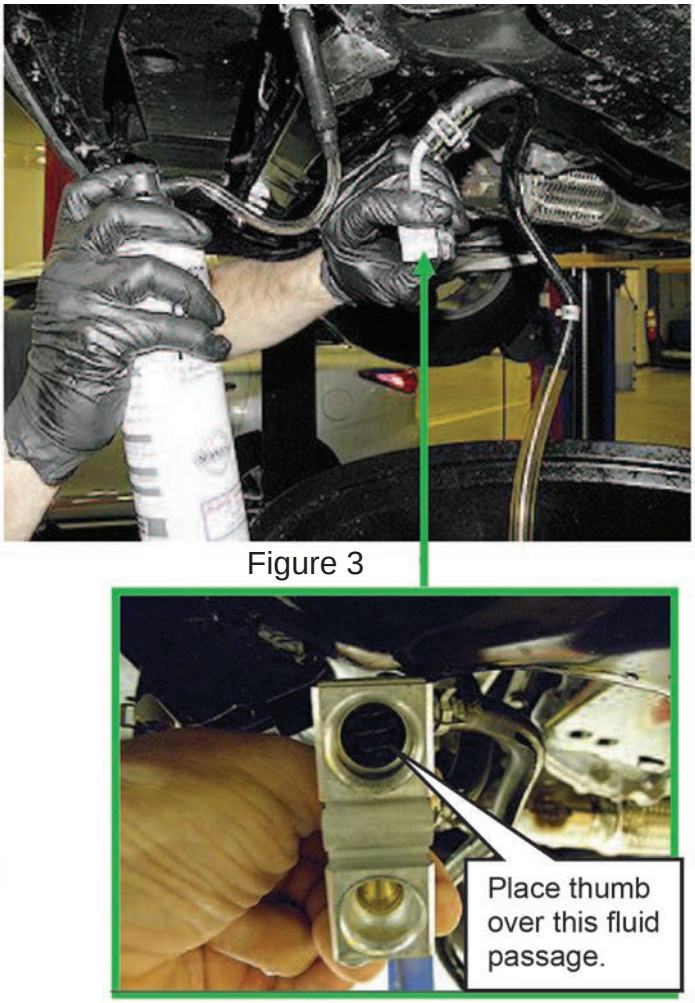
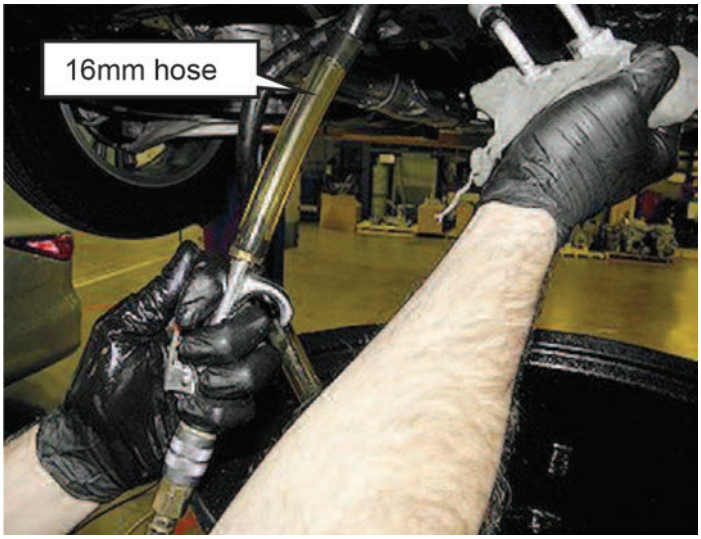

Figure 3
Figure 4
8. Insert the “Extension Adapter Hose” from a can of Transmission Cooler Cleaner into one or the other of the disconnected CVT fluid cooler hoses. (Figure 3)
10. Hold the hose and can as high as possible. For the Pathfinder, block the CVT fluid cooler bypass valve fluid passage with your thumb. (Figure 3)
13. Slide a piece of 16mm hose over the end of the CVT fluid cooler hose that was used as the flush inlet. (Figure 4)
14. Insert the tip of an air gun into the end of the 16mm hose.(Figure 4) For the Pathfinder, block the fluid cooler bypass valve fluid passage with thumb. (Figure 3)
17. **Reverse the direction that the hoses are being flushed (Figure 3) and repeat steps 8-15 twice.**